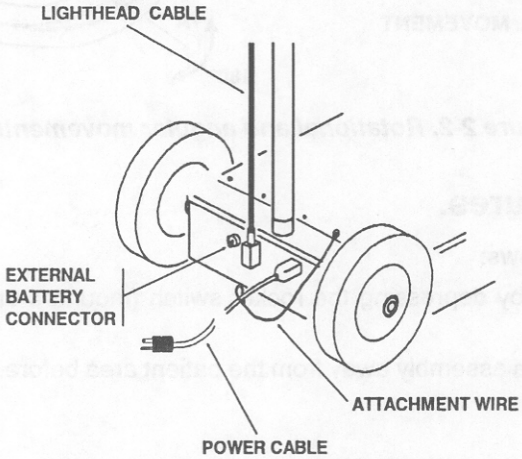

Figure 2-1. Electrical connections.
(1) If AC electrical power will be used, connect the female, 3-conductor electrical connector of the power cable into the mating connector on the back of the base assembly (fig 2-1) and the male connector into a grounded electrical receptacle.